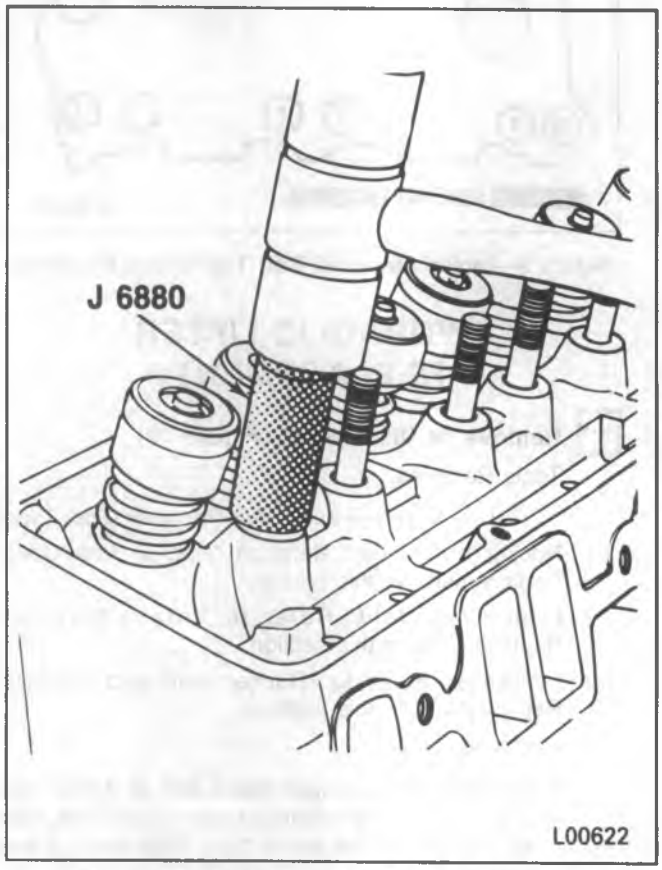

Figure 13—Installing the Rocker Arm Stud
- Ream the hole to the proper size for the replacement oversize rocker arm stud. Use J 5715 or 0.003-inch oversize studs (figure 13).